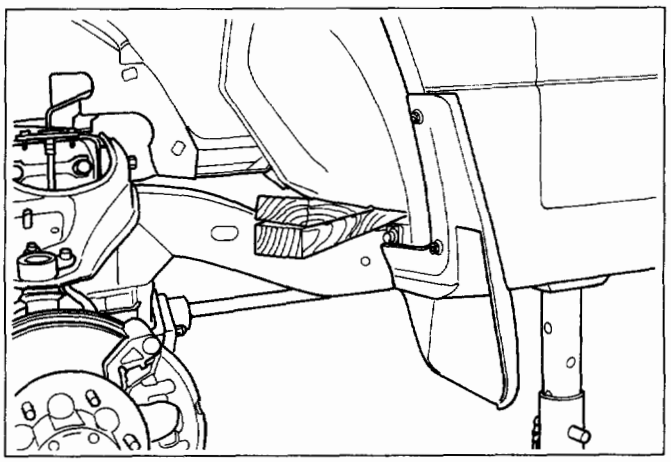

Fig. 2C-15
- Be sure to use a splice bar around the mounting to be removed. (Fig. 2C-15).